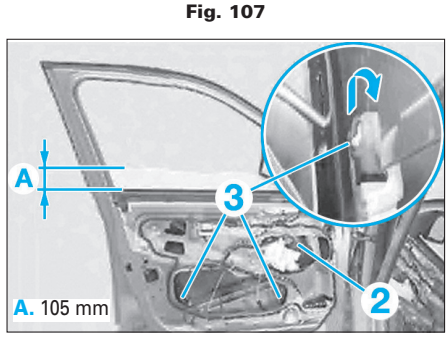

Fig. 108
• Descendre la vitre comme illustré en respectant la distance (A) **(Fig.108)**.